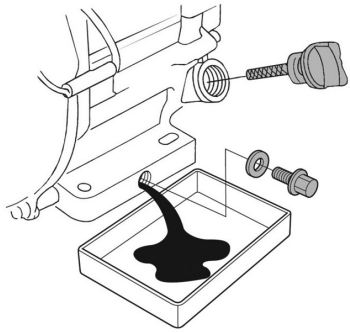

Рис. 11. Замена масла в двигателе
4. Очистите от загрязнений крышку-щуп и зону вокруг маслозаливной горловины. Извлеките крышку-щуп из маслозаливной горловины (Рис. 11) и протрите щуп чистой ветошью.
5. Открутите пробку для слива масла и слейте отработанное масло в подготовленную для этого емкость (Рис. 11).